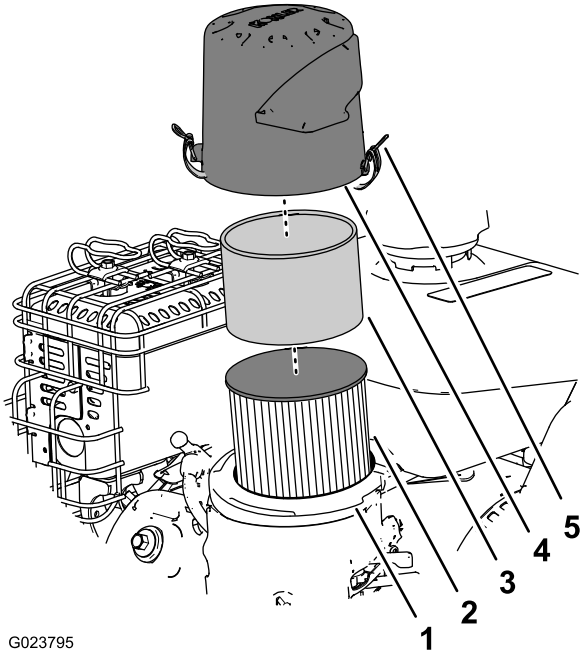

Figure 22
2. Déposez le couvercle et nettoyez-le soigneusement (Figure 22).
3. Retirez le préfiltre en mousse et lavez-le à l'eau additionnée de détergent doux ; séchez-le ensuite en le pressant légèrement dans un chiffon (Figure 22).
4. Enlevez et examinez l'élément filtrant en papier (Figure 22) et mettez-le au rebut s'il est excessivement encrassé.
6. Placez le préfiltre en mousse sur l'élément en papier (Figure 22).
7. Montez le filtre à air sur sa base (Figure 22).